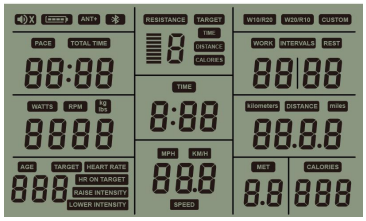
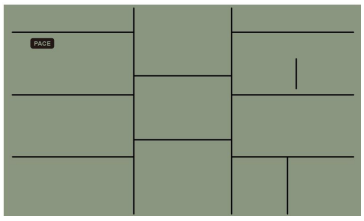

Abb. 1
Abb. 2
1. Wenn das Gerät eingeschaltet wird, zeigt die LCD-Anzeige 1s lang an (Abb. 1) und es ertönt ein langer Signalton, dann wechselt die Anzeige in den Standby-Modus (Abb. 2) und die Bilder werden nacheinander von oben nach unten angezeigt. Drücken Sie die STOP-Taste für 2 Sekunden, dann schalten Sie in den Standby-Modus.